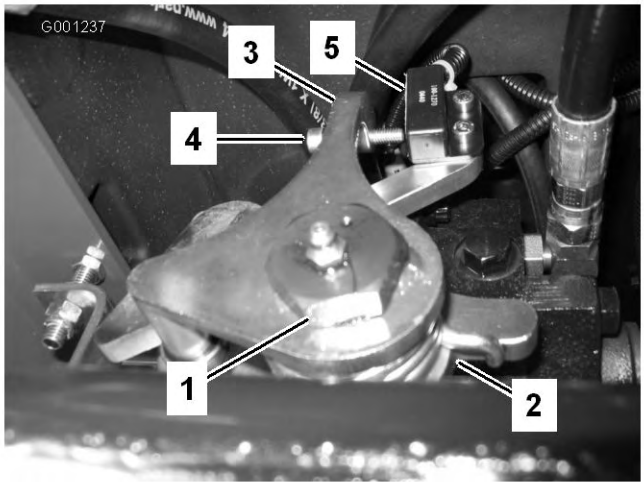

Figure 57
3. Desserrez la vis de retenue de l'autre côté de la came de réglage de transmission (Figure 57).
7. Réglez la vis sur le bras de retour au point mort (Figure 57) jusqu'à ce que la vis et le contacteur soient espacés de 2,286–3,048 mm.